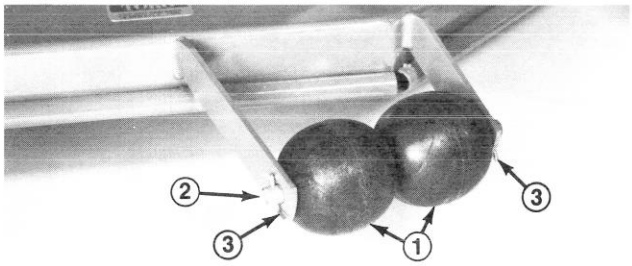

Figure 31
1. Slide roller shaft through front roller brackets and rollers. Insert cotter pins through both ends of roller shaft (Fig. 31).